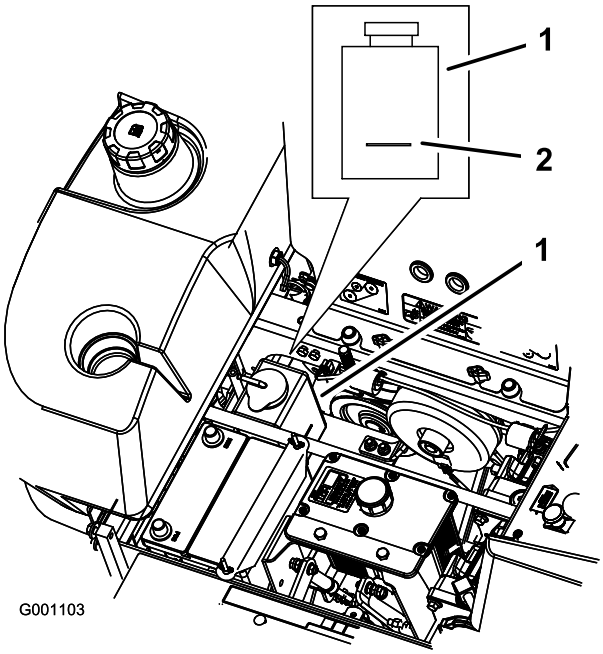

Figuur 64
3. Als de motor is afgekoeld, controleert u het peil van de overloopfles. De vloeistof moet tot aan de verdikking op de buitenkant van de overloopfles staan (Figuur 64).
4. Als het peil van de koelvloeistof te laag is, moet u de overloopfles bijvullen met een mengsel dat half uit antivries/Dex-Cool® en half uit water bestaat (Figuur 64).
5. Vul de fles met dit mengsel tot aan de streep op de fles (Figuur 64).